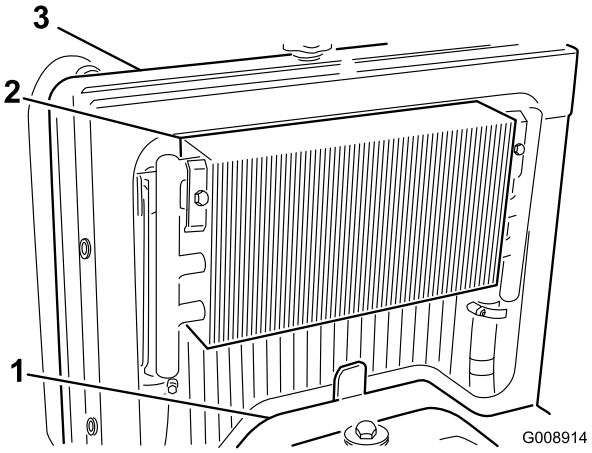

Figur 69
3. Fjern adgangspanelet (Figur 69).